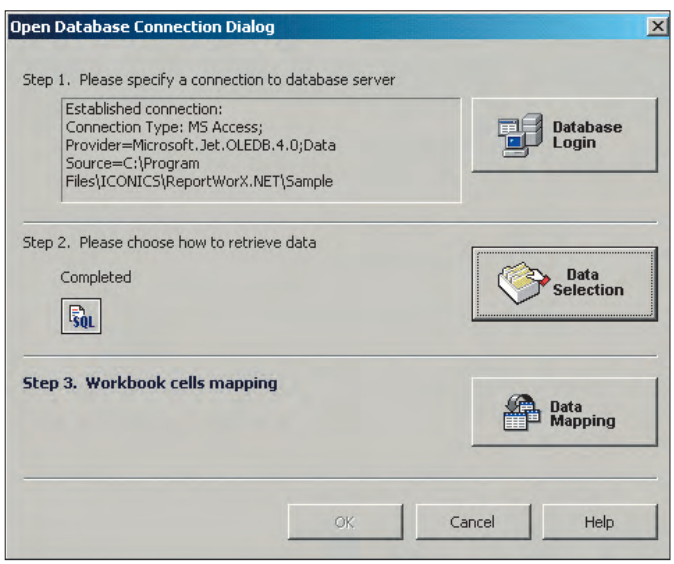
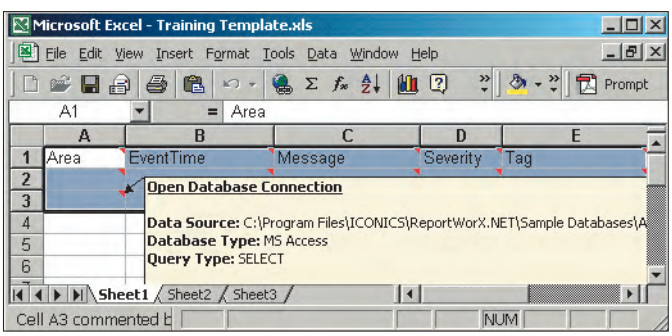

Рис. 18. Размещение данных
Рис. 22. Отредактированный шаблон
9. Диалог соединения с базой данных примет вид, показанный на рис. 18. Нажмите кнопку **Data Mapping** (Размещение данных) для размещения данных в ячейках Excel.
12. Нажмите **OK** в диалоге соединения с базой данных (рис. 18). После этого редактируемый шаблон примет вид, показанный на рис. 22.